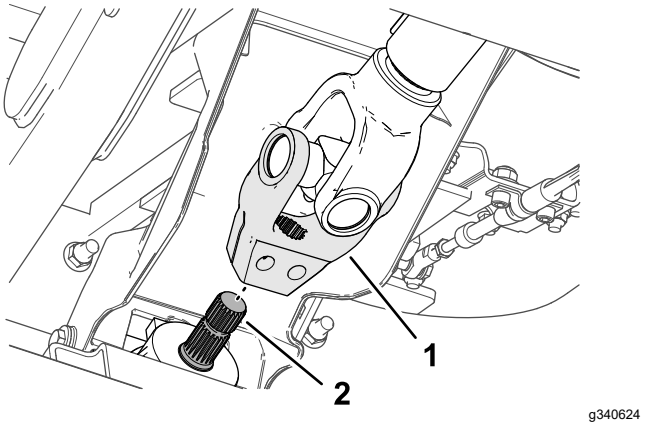

Рисунок 16
5. Совместите шлицы вилки ведущего вала со шлицами входного вала навесного оборудования (Рисунок 16) и наденьте вилку на вал.